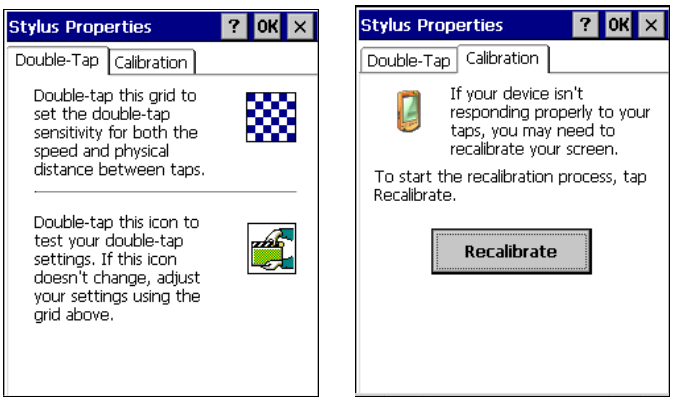

Figure 1
1. Select **Start** > **Settings** > **Control Panel** > **Stylus** to open the **Stylus Properties** dialog as shown in Figure 1.